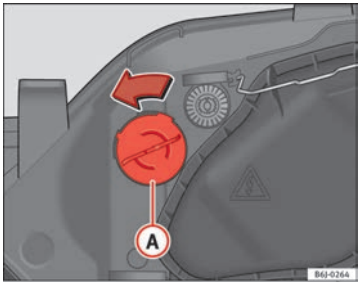

Fig. 159 Turn signal
– Turn bulb holder ⇒ Fig. 159 (A) to the left and pull.